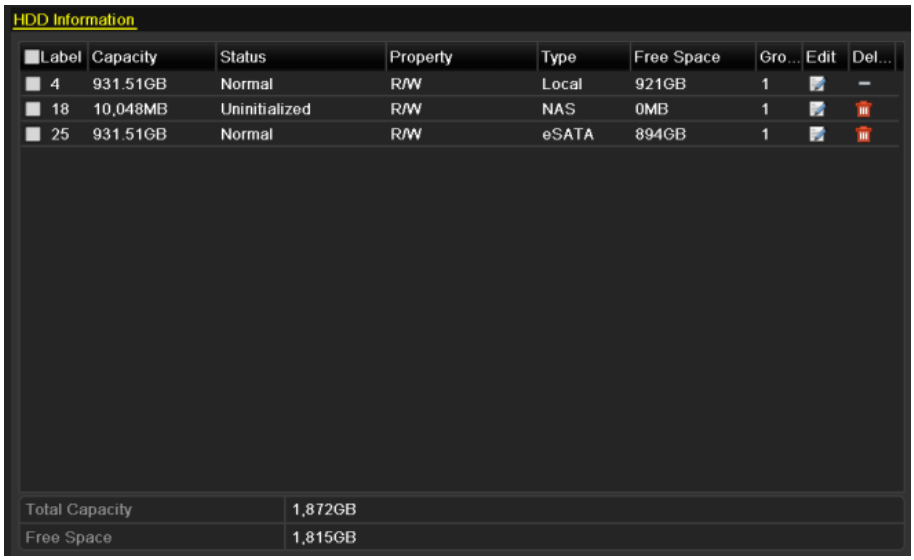

Figure 12-23 View HDD Status (1)
Step 2 Check the status of each HDD which is displayed on the list, as shown in Figure 12-23.